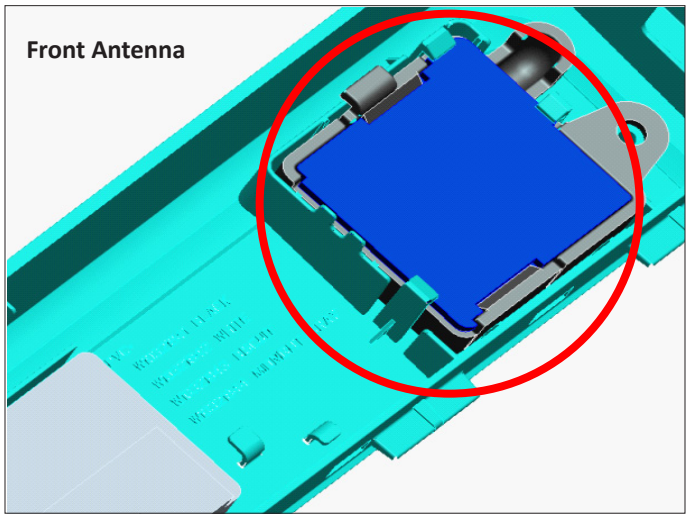

Figure 5 - Front Antenna Location
- Same antenna design is used on the console and rear of the dishwasher (see figures 5 & 6)